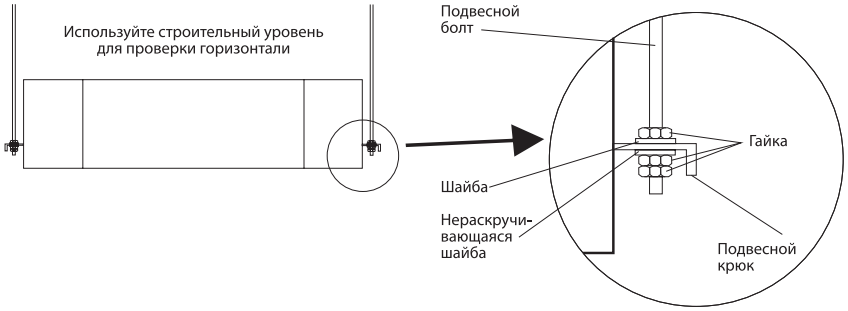

Рисунок 17 - Крепление подвесных болтов к внутреннему блоку
• Отрегулируйте относительное положение подвесных болтов таким образом, чтобы блок был расположен горизонтально по всем сторонам. Для проверки горизонтали воспользуйтесь строительным уровнем. Неправильная установка внутреннего блока может привести к утечке воды, воздуха и т.д. (см. рис.17).